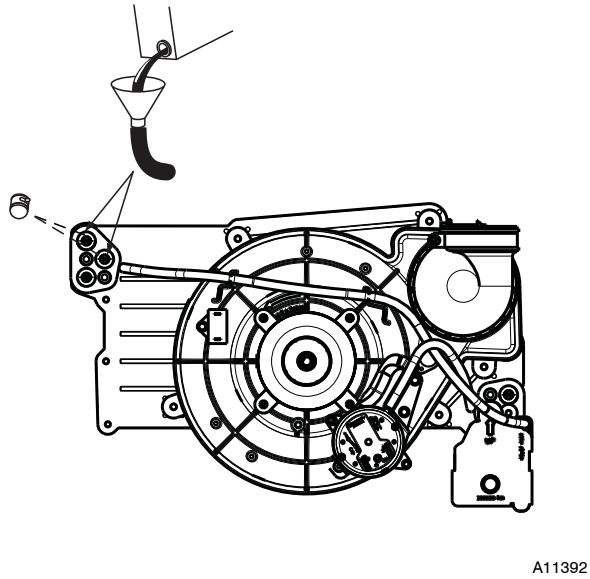

Fig. 57 - Priming Condensate Trap
4. Remove the top unused rubber plug from the port on the collector box opposite the condensate trap. See Fig 57.
9. Remove the middle unused rubber plug from the port on the collector box opposite the condensate trap. See Fig 57